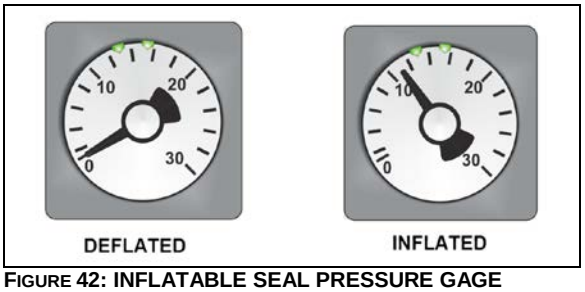

**FIGURE 42: INFLATABLE SEAL PRESSURE GAGE**
4. Finally, the inflatable seal can be re-inflated by turning the shut-off valve handle counterclockwise. Check the pressure gage on the inflatable seal regulator to see if the pressure increases to around 11 psi (Figure 42). Needle should be pointing between the two small green marks on the dial.
7. Finally, the inflatable seal can be re-inflated by turning the shut-off valve handle counterclockwise. Check the pressure gage on the inflatable seal regulator to see if the pressure is increasing to 11 psi (Figure 42).